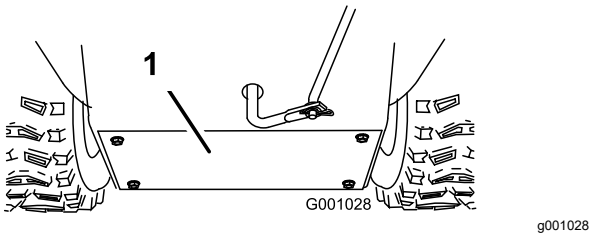

Figur 42
3. Ta bort den bakre kåpan (Figur 42).